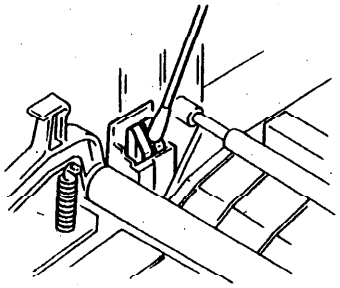

Рис. 8. Передний высоковольтный разъем
a. Осмотрите или с помощью ватного тампона очистите контакты переднего высоковольтного разъема (Рис. 8).